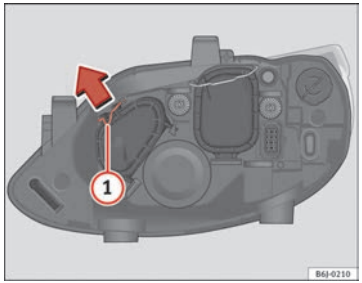

Fig. 160 Side lights
– Move the loop (1) in the direction of the arrow and remove the cover ⇒ Fig. 160.